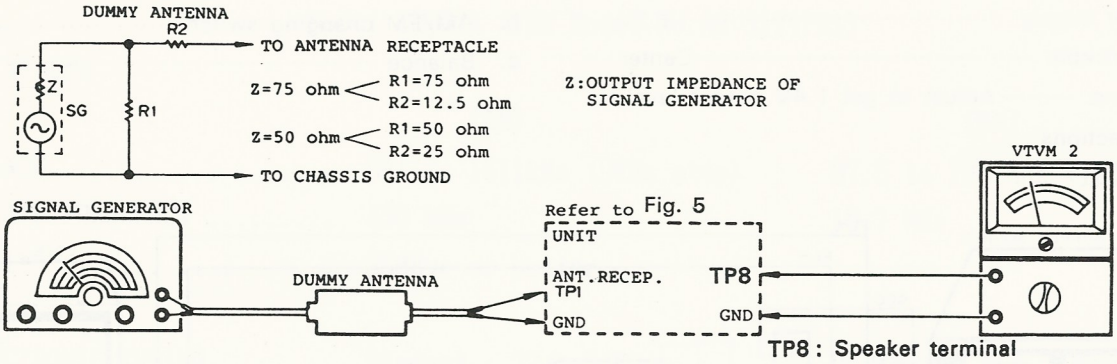

Fig. 8
(1) Connections Refer to Fig. 8